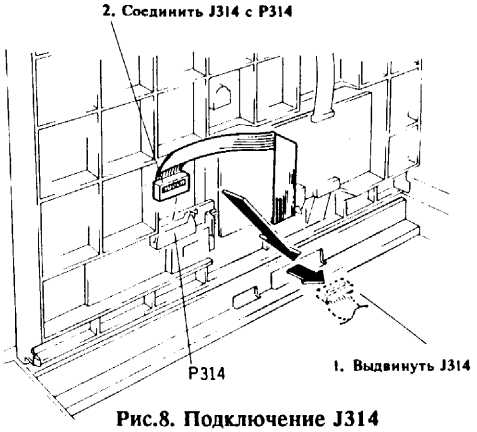

Рис.8. Подключение J314
8. Аккуратно выдвинуть J314, отключенный в шаге 6 и соединить его с P314 (рис.8)